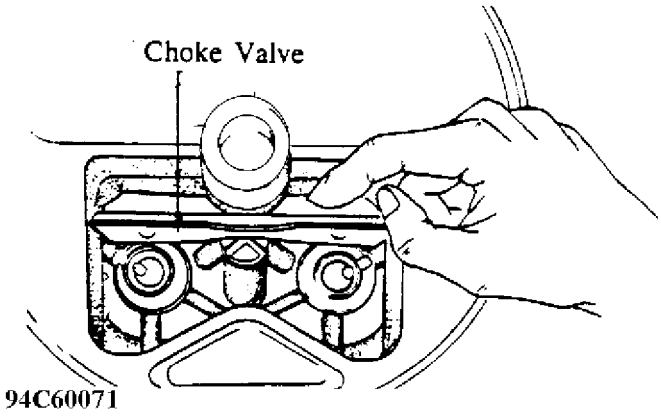

Fig. 5: Checking Choke Valve Opening
8. Confirm the choke valve is fully open. (Pull the choke valve softly with your finger (as shown in Fig. 5) and confirm it will not open further.) If it moves, repeat the adjustment at Step 5 to get the specified clearance of "A".